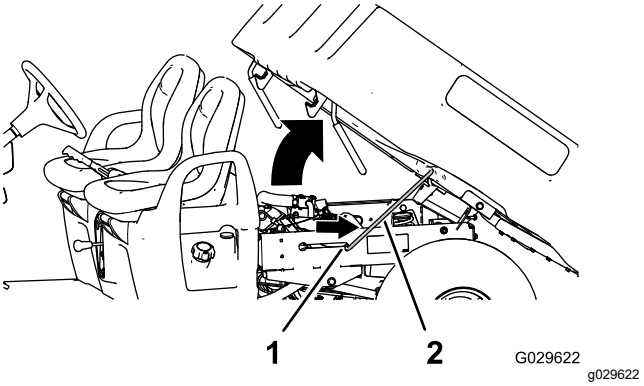

Figur 15
2. Trekk støttestangen inn i sperresporet for å feste lasteplanet (Figur 15).
2. Trekk støttestangen ut av sperresporet (Figur 15).
3. Senk lasteplanet til det låses sikkert på plass (Figur 15).